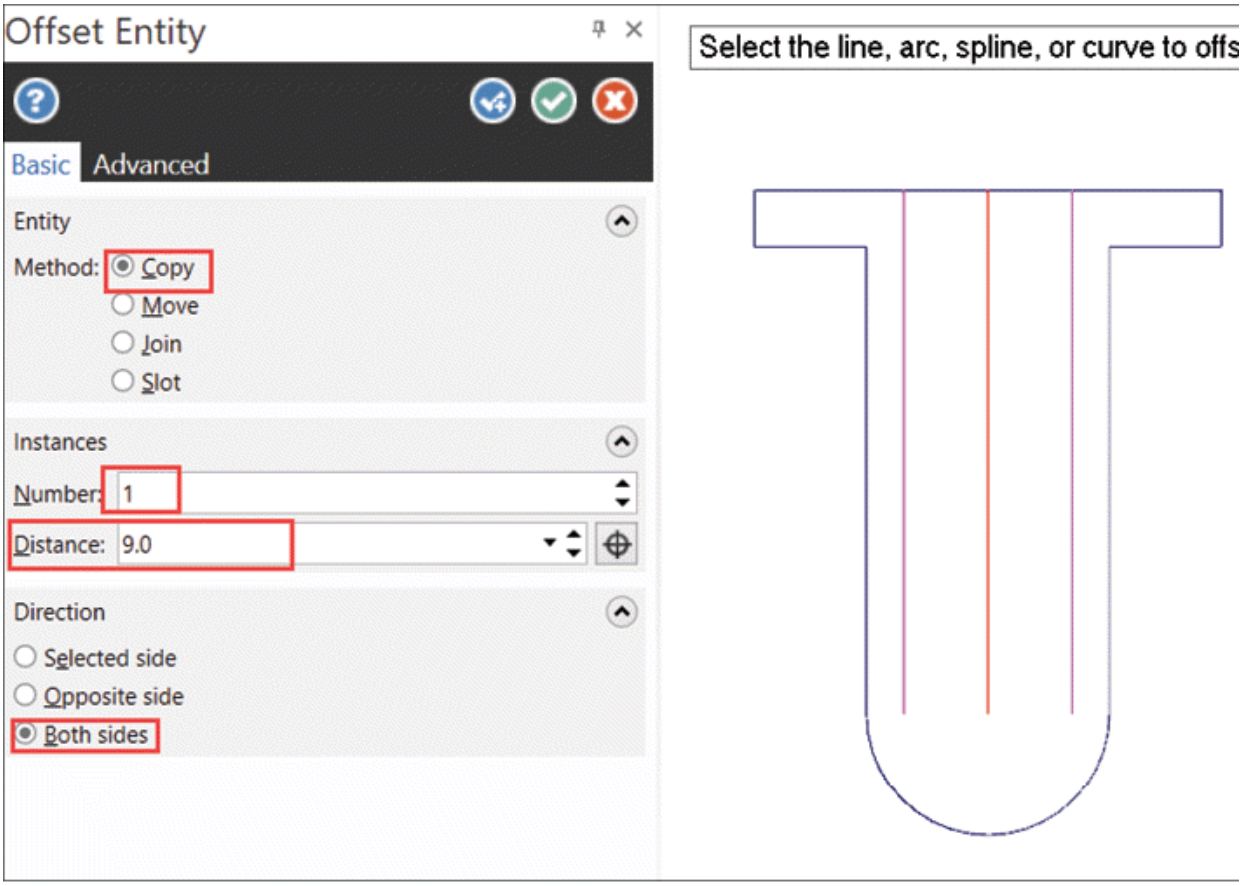

Figure-134. Creating offset copies
- Specify the parameters as shown in Figure-134 and click on the **OK** button from **Manager** to create offset copies.